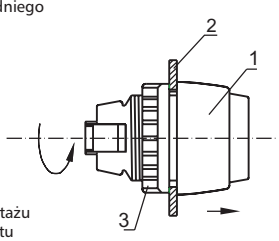

Rys.7
3) Odkręcić nakrętkę (3) i wyjąć napęd (1) z pulpitu sterowniczego (2) rys.7.